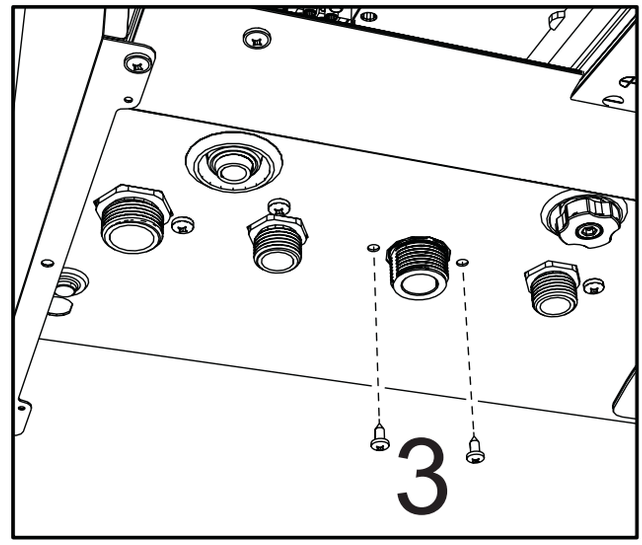

Рис. 44
- Открутите винты **«3»** (рис. 44).